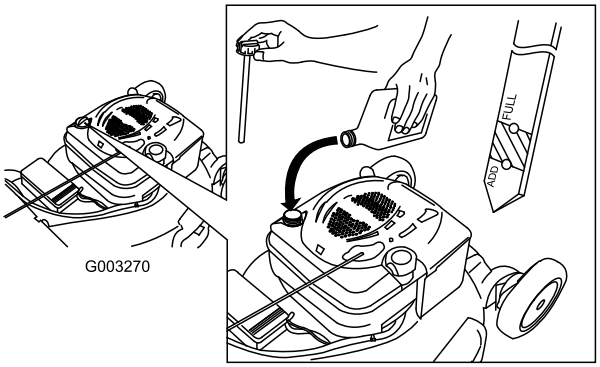

Figuur 36
12. Haal de peilstok eruit en lees het oliepeil af; zie Figuur 36.